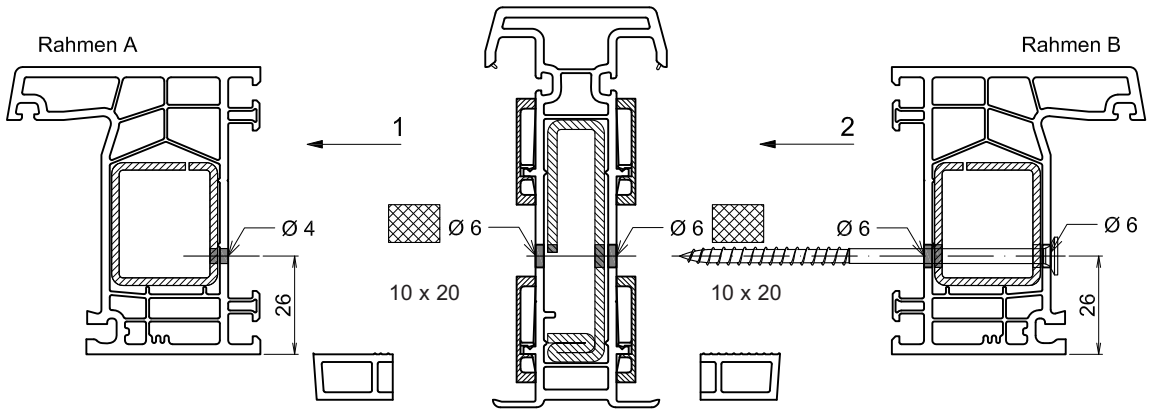

Abb. 1
- Zum Höhenausgleich der Rahmenprofile mit der H-Kopplung **88605**, wird hier die halbierte Anschlagleiste **91130** (siehe Seite 17 Abb.1) mit Quellschweißkleber dicht eingeklebt.